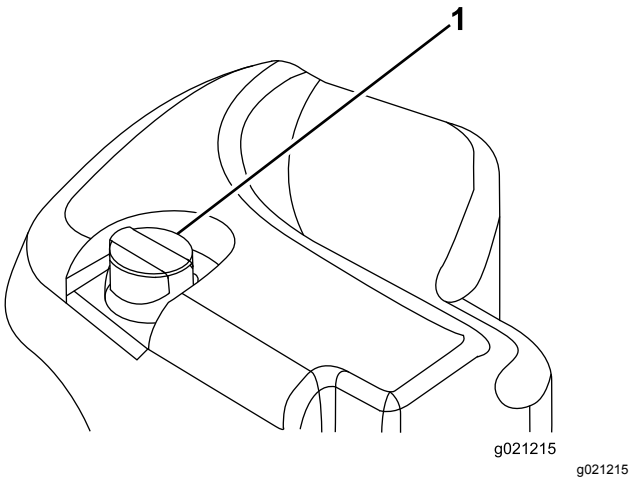

Figur 101
2. Rengør området omkring påfyldningsstudsen og hydrauliktankens dæksel (Figur 101). Fjern dækslet fra påfyldningsstudsen.